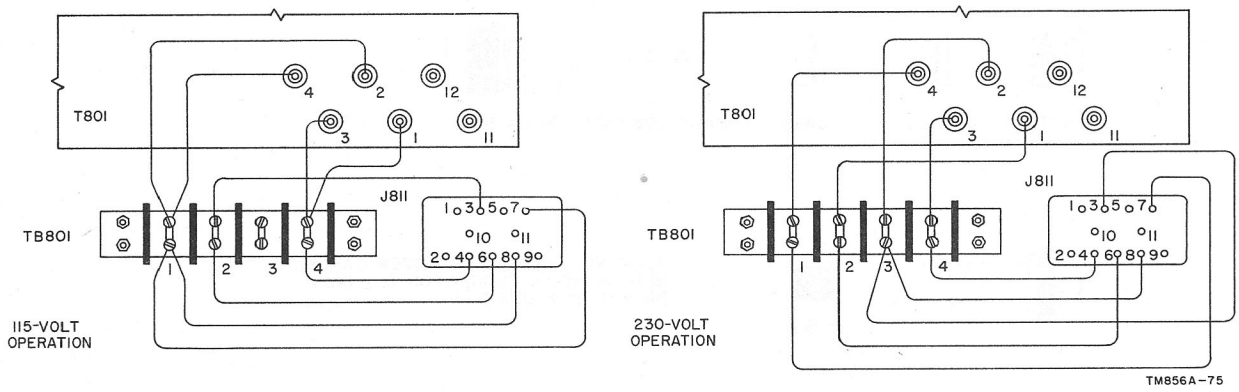

Figure 7. Connections for 115-volt or 230-volt operation.
Caution: Check to see that TB801 is connected for the correct ac voltage (fig. 7). This terminal board can be reached when the power-supply subchassis is removed from the bottom of the receiver (par. 128). See figure 72 for the locations of TB801 and J811.
a. Power Input (fig. 7 and 8). For 115- or 230-volt, 48- to 62-cps operation, plug the ac power cord into the ac power source.
Caution: Set the ac power supply of the receiver to the correct ac input voltage. Refer to paragraph 15 and figure 7. Be sure that all of the external connections to the receiver are satisfactory for the desired type of operation outlined in paragraphs 15 and 16.